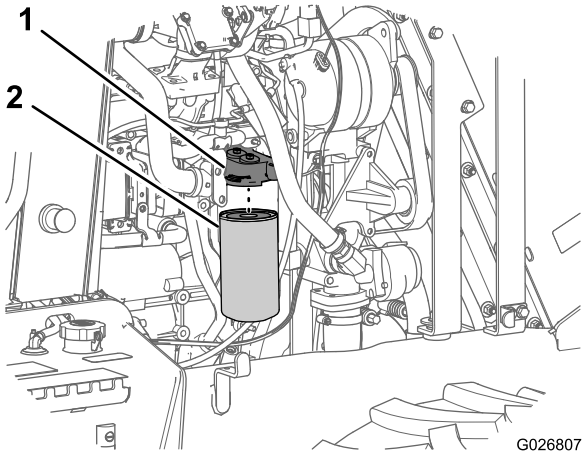

Rysunek 65
2. Umieść niewielką miskę drenażową pod filtrem oleju (Rysunek 65).
3. Obróć filtr oleju w lewo i wyjmij go (Rysunek 65).
7. Włóż nowy filtr oleju do głowicy i obróć go w prawo, aby uszczelka filtra zetknęła się z głowicą (Rysunek 65).
8. Dokręć ręcznie filtr, obracając go o dodatkowe 3/4 do 1 obrotu (Rysunek 65).